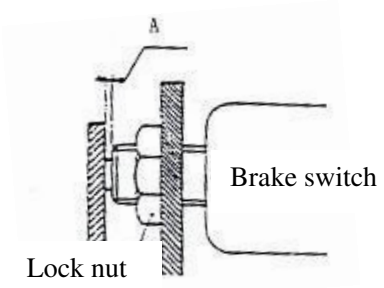

Figure 2-9 Brake light switch
(5) Adjust the brake switch as shown in Figure 2-9